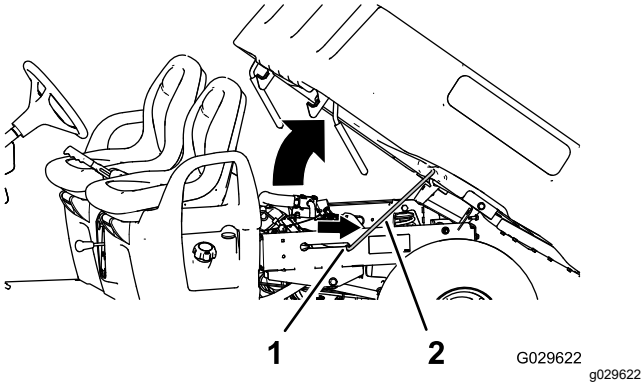

Figura 13
2. Tire de la varilla de sujeción hasta que entre en la muesca de retención para sujetar la plataforma (Figura 13).
2. Extraiga la varilla de sujeción de la ranura de retención (Figura 13).
3. Baje la plataforma hasta que se enganche firmemente en su sitio (Figura 13).